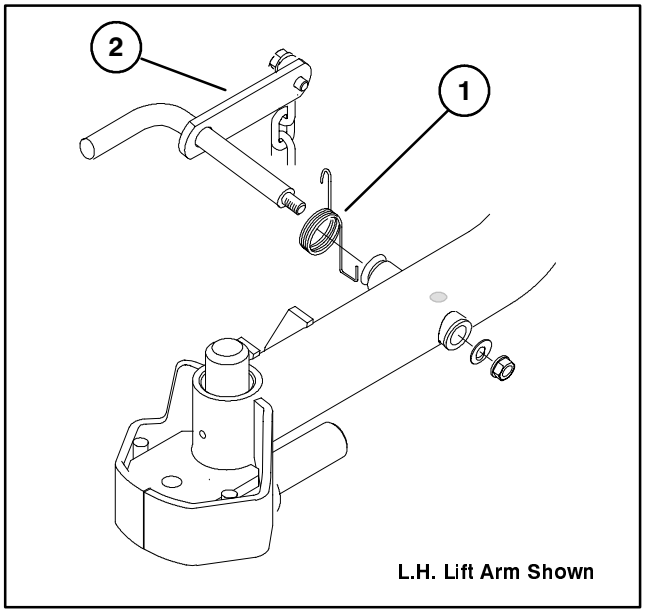

Figure 10
24. Slide appropriate spring (R.H. or L.H.) onto each pivot rod and chain assembly (Fig. 10). Small loop end of spring hooks over pivot rod plate.
25. Loosely mount pivot rod/chain assembly and spring to each rear lift arm with a flat washer and lock nut (Fig. 10). Large loop end of spring hooks into hole in bottom of lift arm. Tighten nut.